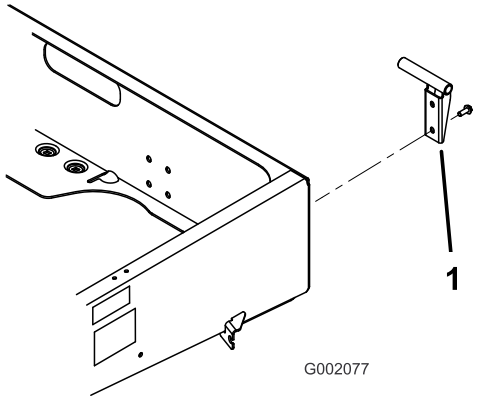

**Figure 8**
2. Mount the left hand pivot bracket to the left rear corner of the frame with 2 flange head screws (3/8 x 1 inch). Position the bracket as shown in Figure 8.